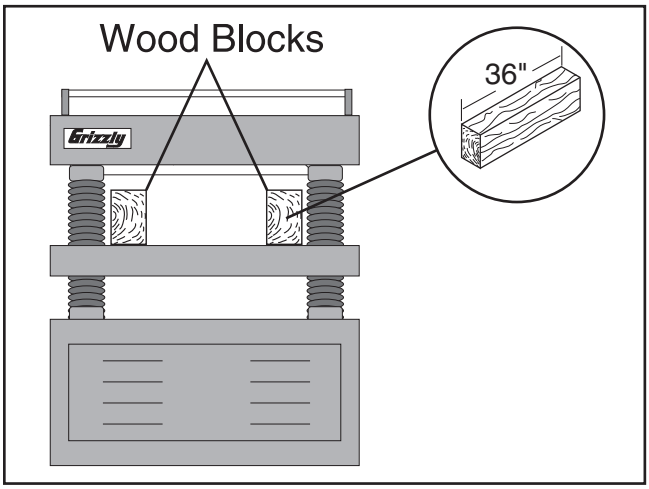

Figure 55. Wood blocks properly positioned on the planer table.
5. Place wood blocks along sides of table, as illustrated in **Figure 55**.